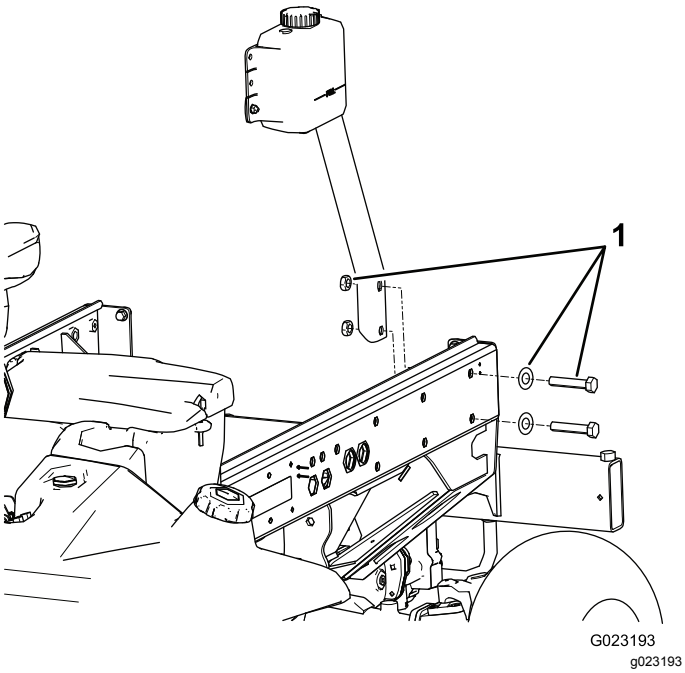

Figur 18
1. Ta bort de två skruvarna, två brickorna och två muttrarna som håller fast tankens monteringsfäste på vänster ramskena (Figur 18).